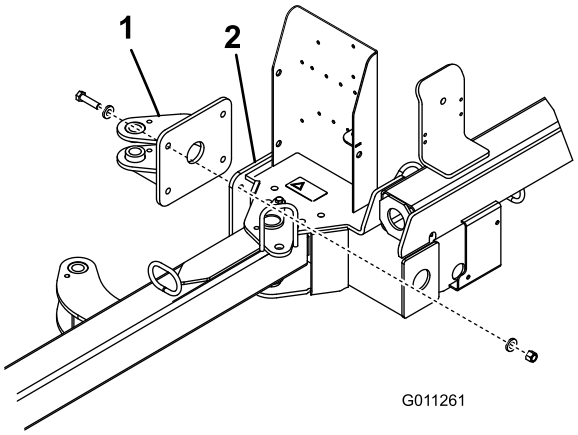

Figuur 5
1. Bevestig de achterste lip van de actuator aan het frame van de pluggenruimer met (4) bouten van 1/2 x 2 inch, (8) platte ringen van 0,531 x 0,063 en (4) borgmoer 1/2 inch. Plaats de onderdelen zoals wordt getoond in Figuur 5.